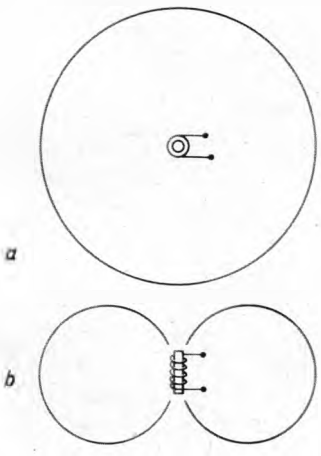

Bild 1. Horizontal- (a) und Vertikaldiagramm (b) einer kleinen Ferritantenne bei horizontaler Polarisation des Feldes
In der Schaltung der Frequenzweiche, Bild 1, muß die Angabe der Induktivität richtig 0,22 mH, und nicht µF, heißen.
3. Ebenfalls wegen des geringen Wirkungsgrades sollte eine Antenne verwendet werden, die im Horizontaldiagramm keine Nullstellen hat. Nullstellen lassen sich zwar zum Peilen benutzen, wenn man die Antenne (oder das ganze Gerät) dreht. Erfahrungsgemäß wird dieser Effekt aber kaum ausgenutzt, so daß Nullstellen in der Praxis nur eine Herabsetzung oder gar Auslöschung des Empfanges aus bestimmten Richtungen bewirken. Diese Forderung kann bei der üblichen horizontalen Polarisation im UKW-Bereich II nur von magnetischen Dipolen (z. B. Rahmen- oder Ferritantennen) mit den in *Bild 1* gezeigten Richtdiagrammen erfüllt werden.